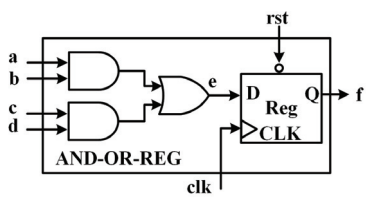

FIGURE 4.9
1) Design a sequential circuit according to the illustration in Figure 4.9. The combinational section, housing two AND gates and one OR gate, can be succinctly described using a concurrent *assign* block. For the sequential aspect, incorporating a register, can be succinctly described employing an edge-triggered *always* block. It's important to note that the register responds to both a falling-edge reset (indicated as "negedge rst") and a rising-edge clock (indicated as "posedge clk").